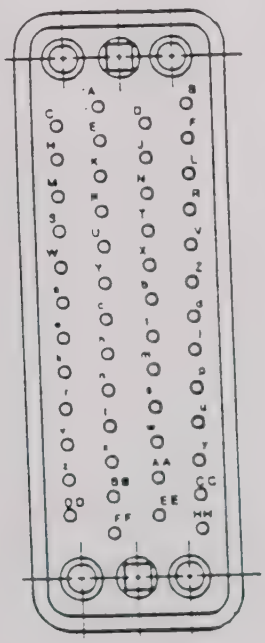

Figure 3-2, 1260-13 J200-J203 Pin Configurations
3.3.1 Refer to Figure 3-2 below for the pin configurations of the front panel connectors J200 to J203. J200 to J203 is Racal-Dana Part Number 601856-050. The mating connectors are Racal-Dana Part Number 601855-050, and mating pins are Racal-Dana Part Number 601857.